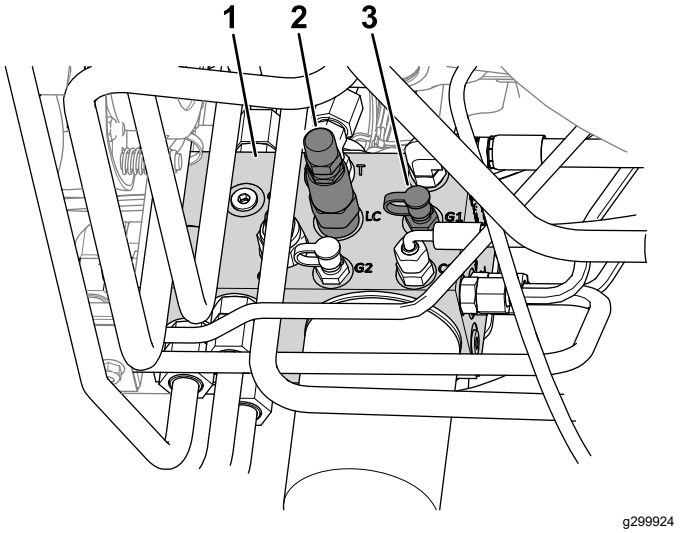

Figur 24
4. Anslut en tryckmätare till kontrollporten (märkt G1. Se Figur 24).
2. Viktöverföringsspole (LC)
5. Ta bort locket från kontrollporten på lyftförgreningslådans ena sida (märkt G1. Se Figur 24).
6. Lossa muttern i änden av viktöverföringsspolen (märkt LC. Se Figur 24).